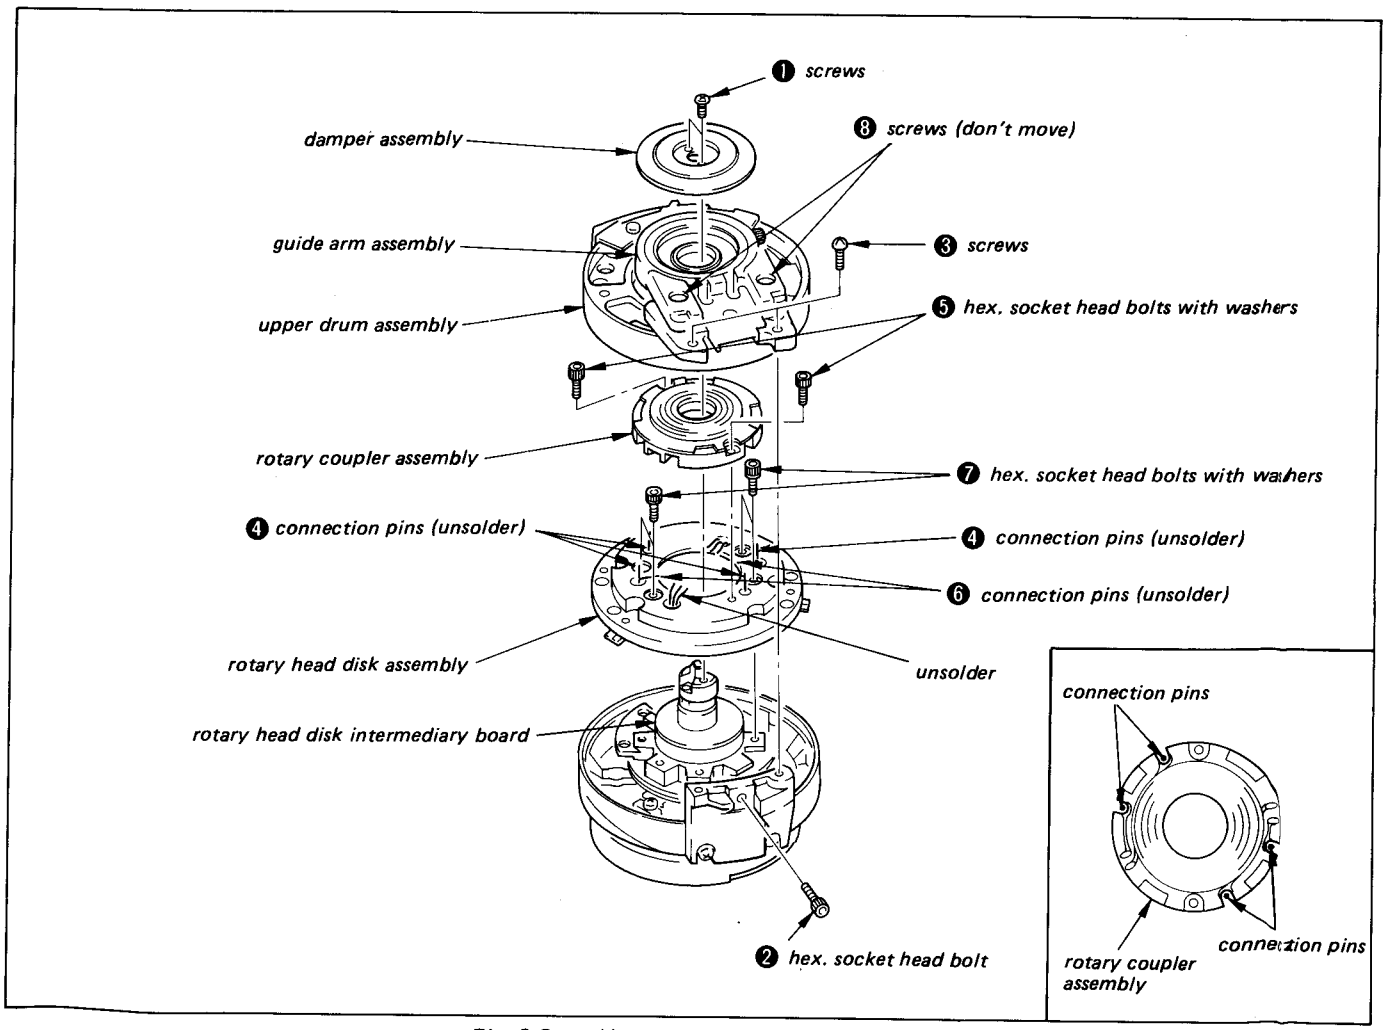
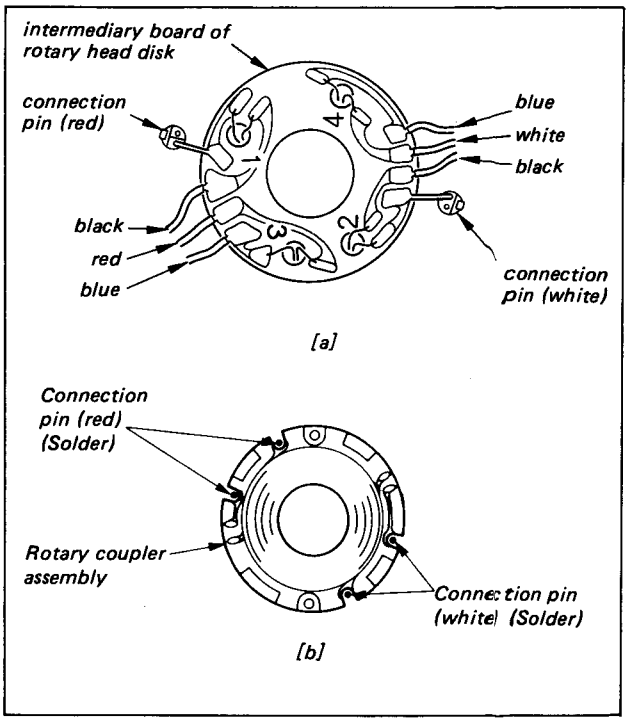

Fig. 3-3 How to remove rotary head disk
Fig. 3-6 How to refit rotary head disk (3)
3-2-1. Removing Rotary Head Disk Assembly (See Fig. 3-3)
5) Tighten four hex. socket head bolts ❼ (see Fig. 3-3), and solder the leads to the head intermediary board of rotary head disk (See Fig. 3-6-a).
6) Refit the rotary coupler assembly, and tighten two hex. socket head bolts ❺ (See Fig. 3-3).
7) Solder the four connection pins to the rotary coupler assembly (See Fig. 3-6-b).
8) Refit the upper drum assembly without moving the adjust plate, and lightly tighten screws ❸ . Tighten hex. socket head bolt ❷ , and then, tighten screws ❸ firmly (See Fig. 3-3).
10) Refit the damper assembly, and tighten screw ❶ (See Fig. 3-3).